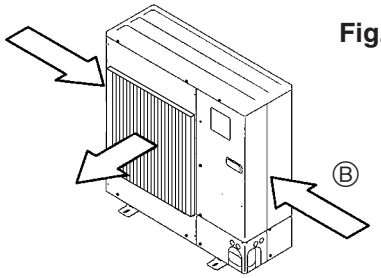

Fig. 2-5
③ Cihazın konumunu, mümkünse, hava çıkışından gelen havanın, mevsimsel rüzgarlarının yönüne dik gelmesini sağlayacak şekilde seçin. (Fig. 2-5)